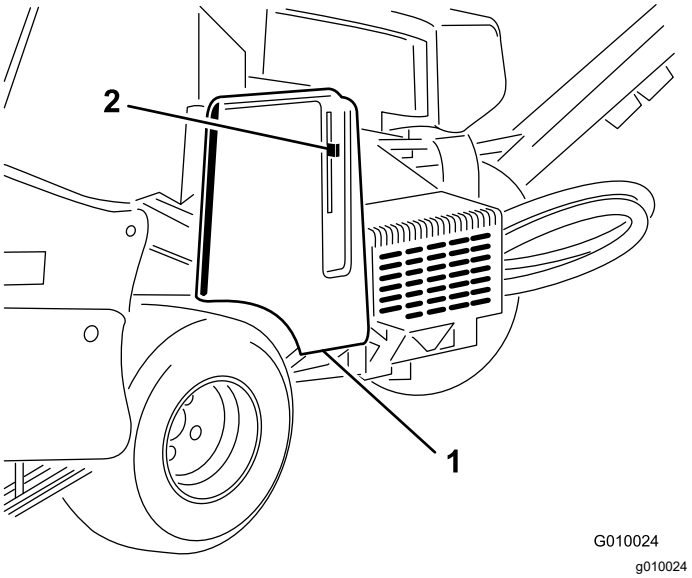
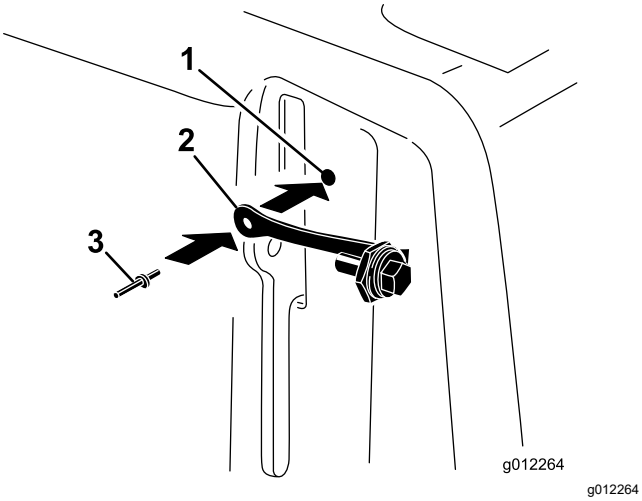

Figur 6
Figur 7
1. Find hullet i remskærmen ved siden af låsegrebet (Figur 6 og Figur 7).
2. Brug hullet i remskærmen til at montere snorenheden med en popnitte (Figur 7).